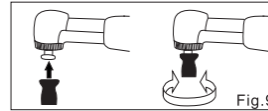

Fig.9
2) To remove the polishing head , perform the reverse steps(Fig.9).